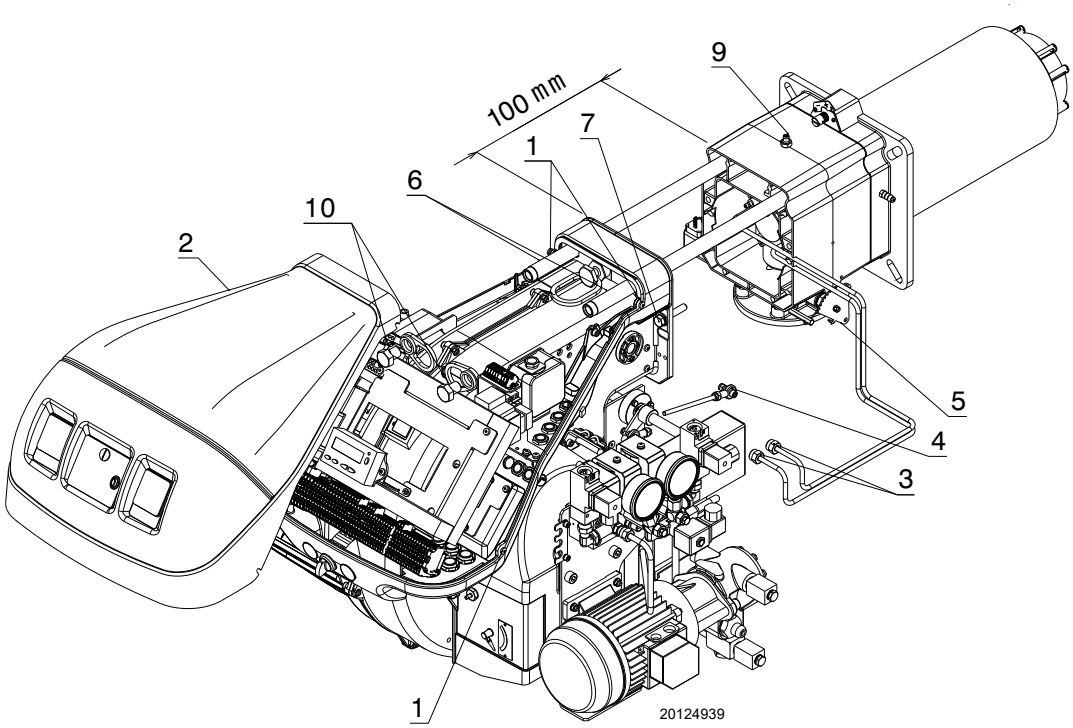

Fig. 57
- ➤ Slăbiți cele 4 șuruburi 1)(Fig. 57) și scoateți capota 2;